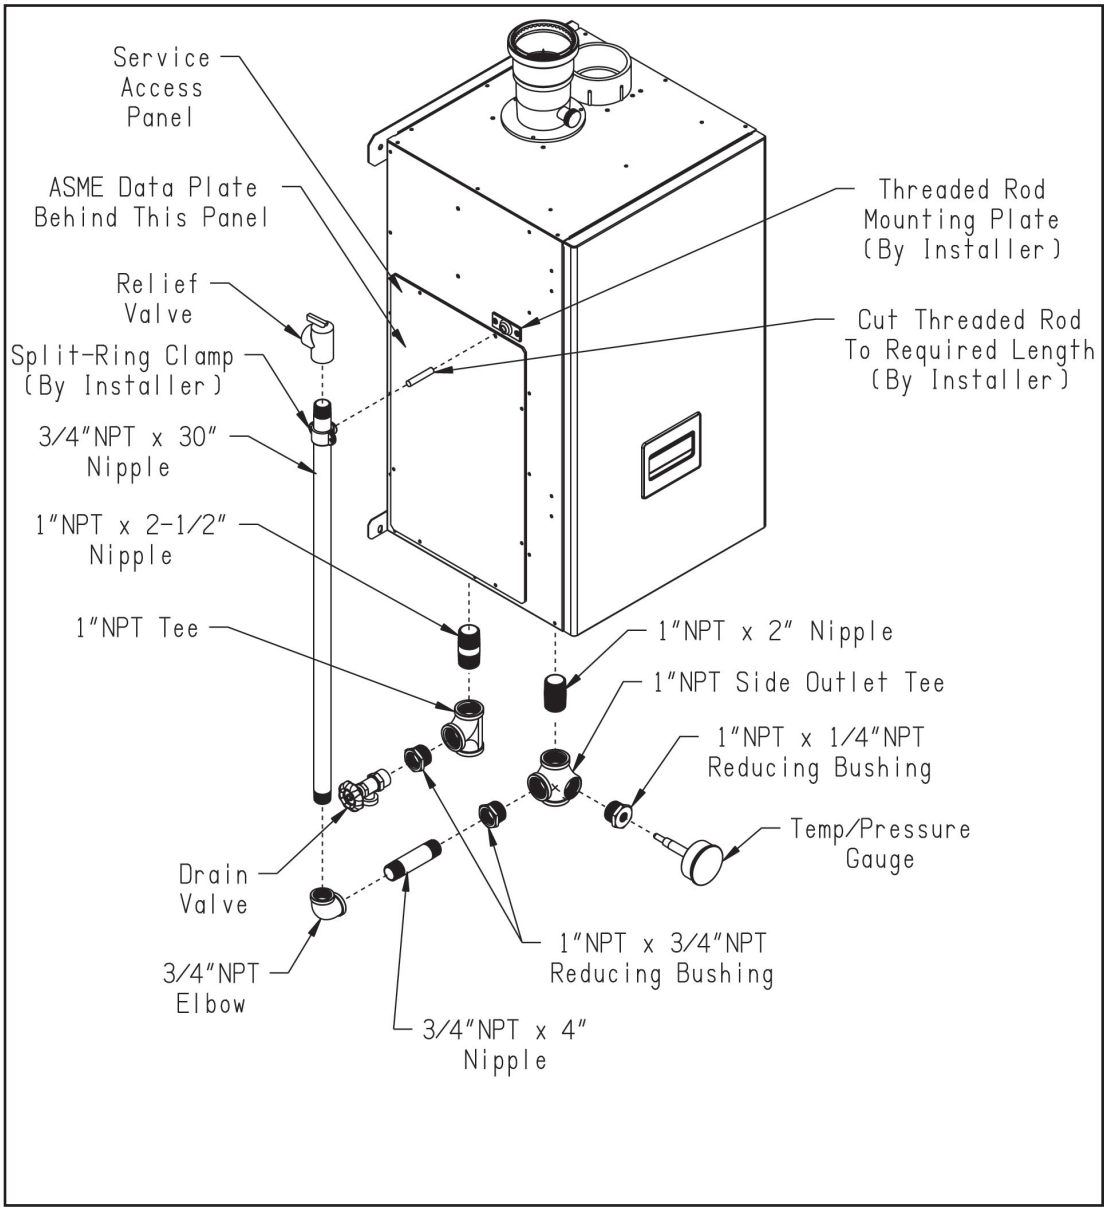

Figure 9.9: Factory Supplied Piping and Trim installation
1) Relief Valve (Required) – The relief valve is shipped loose and must be installed in the location shown in Figure 9.9, using the side outlet Tee and other fittings provided. ASME Section IV currently requires that this relief valve be installed above the heat exchanger as shown. Pipe the outlet of the relief valve to a location where water or stream will not create a hazard or cause property damage if the valve opens. The end of the discharge pipe must terminate in unthreaded pipe. If the relief valve discharge is not piped to a drain, it must terminate at least 6" above the floor. Do not run the discharge piping through an area that is prone to freezing. The termination of the relief valve must be in an area where it is not likely to become plugged by debris.
The relief valve supplied with the boiler is set to open at 30 psi. If it is replaced, the replacement must have a setting less than or equal to the maximum allowable working pressure (MAWP) shown on the ASME data plate located on the left side of the heat exchanger behind the service access panel (Figure 9.9).
2) Gauge (Required) - Indicates supply water pressure and temperature. This gauge is shipped loose. Install it as shown in Figure 9.9.
10) Drain Valve (required) – Install the drain valve supplied as shown in Figure 9.9.